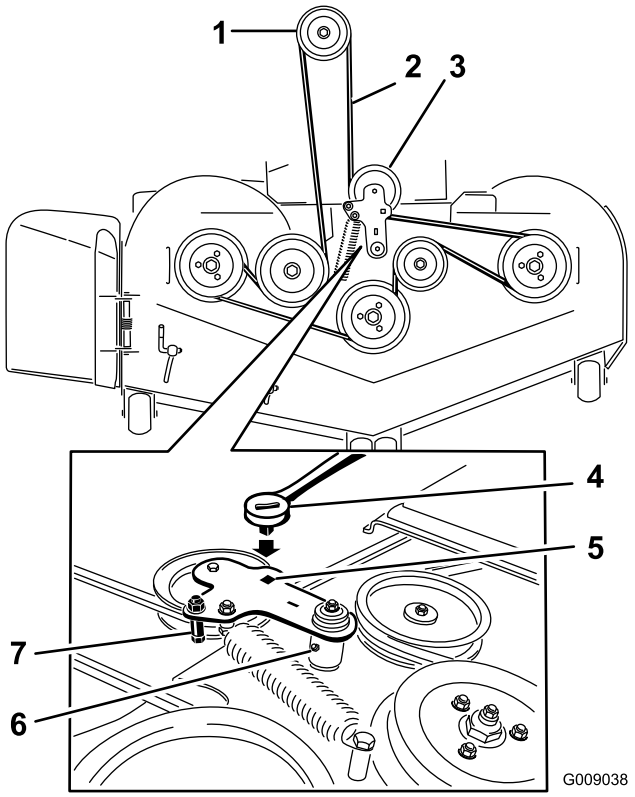

**Figure 95**
6. Soulevez le bac de plancher et insérez un rochet dans le trou carré de la poulie de tension du plateau (Figure 95).
7. Tournez la poulie de tension dans le sens horaire et retirez la courroie du plateau (Figure 95).